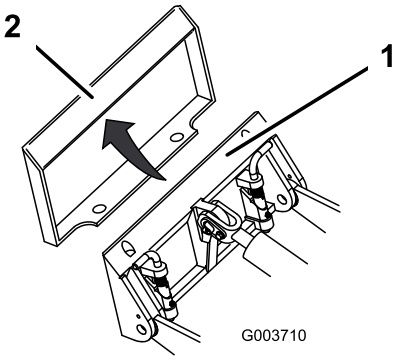

Figuur 32
4. Plaats de bevestigingsplaat in de bovenste lip van de ontvangerplaat op het werktuig (Figuur 32).